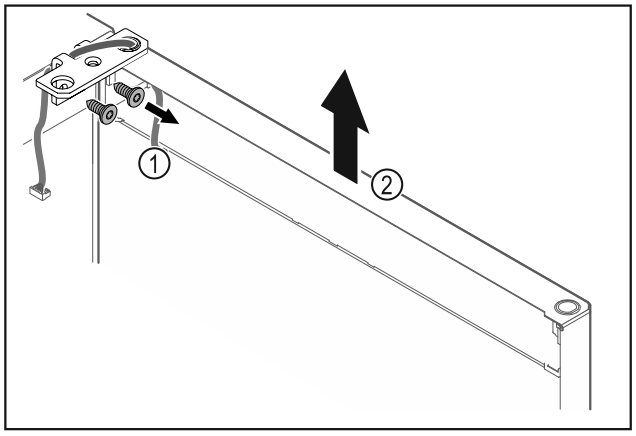

Fig. 16
▶ Deșurubați *Fig. 16 (1)* colțarul balamalei.
▶ Ridicați ușa inclusiv colțarul balamalei *Fig. 16 (2)* aproximativ 200 mm drept în sus și detașați-o.